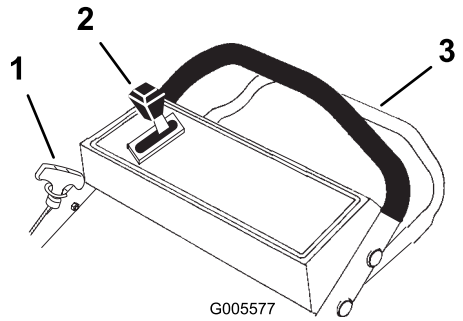

Figuur 10
De bedieningsorganen bevinden zich op het bovenste deel van de handgreep, zoals getoond in Figuur 10.
4. Houd de bedieningsstang tegen het bovendeel van de handgreep (Figuur 10).